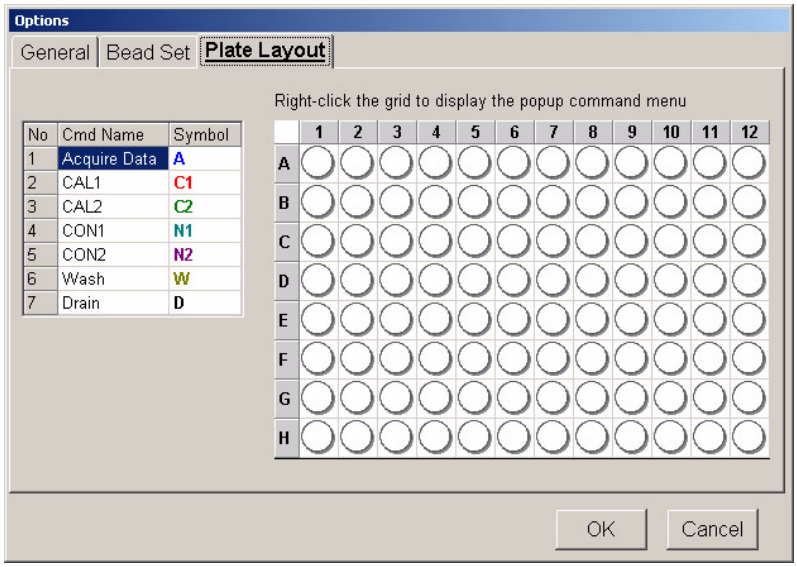

Figure 5-37. Plate Layout Tab
8. Click the **Plate Layout** tab. See Figure 5-37. On this tab you define commands for the desired wells on the plate. You can